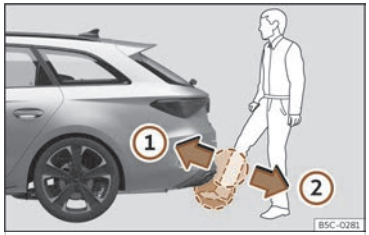

Fig. 85 Rear lid with sensor-controlled opening (Easy Open).
- With a brisk movement, bring your foot and lower leg as close as you can to the bumper. The lower part of the leg needs to be close to the upper sensor area and your foot to the lower sensor area ››› **Fig. 85** ①.
- Quickly remove your foot and lower leg from the sensor areas ››› **Fig. 85** ②. The rear lid will open automatically.